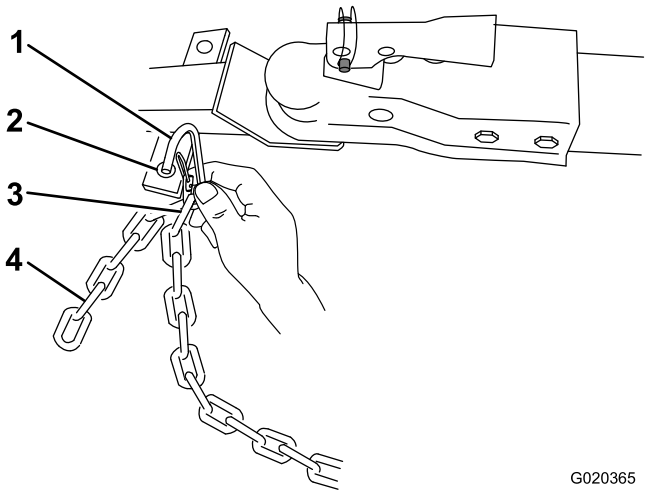

Figura 28
3. Conecte cada tramo de cadena al punto de montaje de la cadena de seguridad del vehículo de remolque con los conectores (Figura 28).
Nota: Para los modelos de descarga frontal, conecte los conectores a los eslabones apropiados de la cadena de seguridad (Figura 28). Si la cadena sobrante cuelga demasiado y toca el suelo, engánchelo otra vez en el conector para levantarla de la superficie.